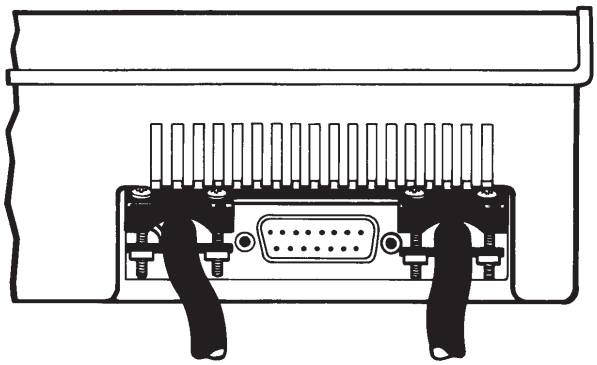

Figure 3-3: *Rear View of Accumulator with Grounding Ring, Power and Copier Interface Cables, and Cable Clamp Attached*
- Refer to Figures 3-3 and 3-4 if you purchased a cable clamp.